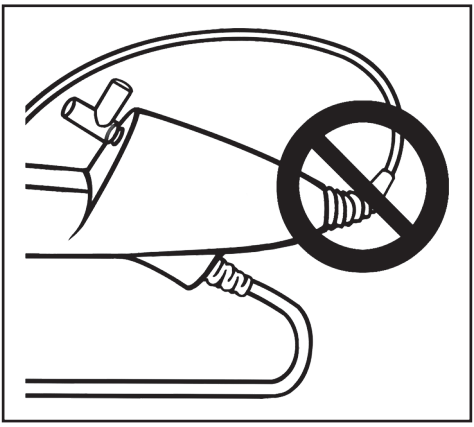

Figura 5. NÃO DOBRAR EXCESSIVAMENTE
- O ureteroscópio inclui uma manga de alívio de tensão na transição da pega para o corpo. A manga de alívio de tensão protege o dispositivo durante a sua utilização. Para prevenir a ocorrência de danos no corpo e/ou no cabo de fibra ótica de eliminação, não dobre excessivamente o corpo (Figura 5).